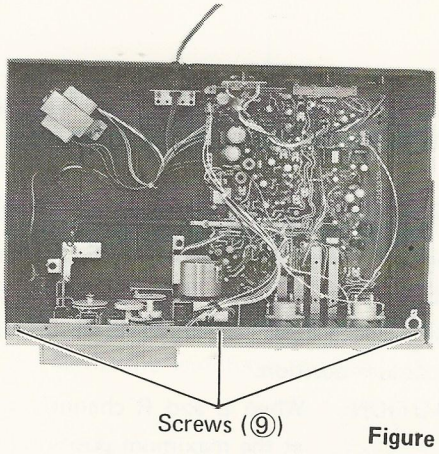

Figure 7
5. Remove 3 screws (⑨). See figure 7.